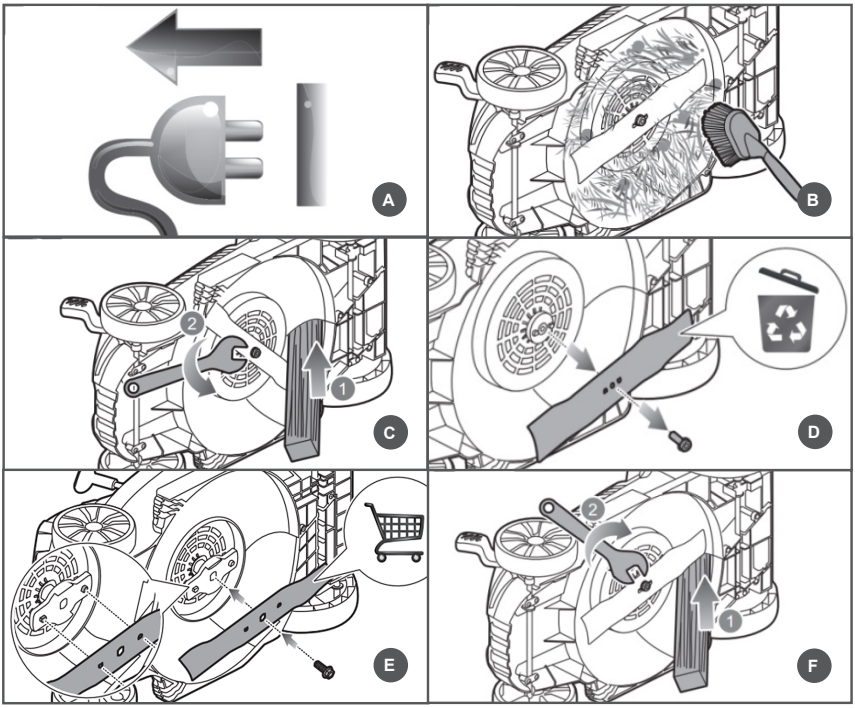

Рис. 17 Замена ножа
2. Возьмите одной рукой нож и крепко держите, или установите деревянный брусок 1 и зафиксируйте нож от проворачивания (Рис. 17).
3. Установите гаечный ключ 2 (в комплектность не входит) и открутите против часовой стрелки болт крепления ножа (Рис. 17).
5. Установите новый нож на адаптер 2 (Рис. 17) так, чтобы:
6. Возьмите одной рукой нож и крепко держите, или установите деревянный брусок 1 и зафиксируйте нож от проворачивания (Рис. 17).